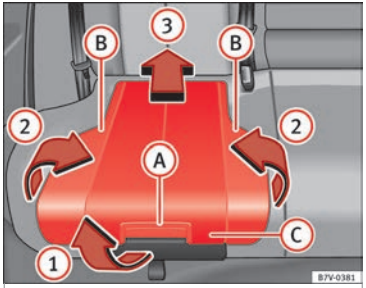

Bild 94 Integrerade barnstolar: lyft upp dynan
- Dra upplåsningsspaken ››› **bild 94** Ⓐ på dynan i pilens riktning ››› **bild 94** ①.
- Fäll upp båda sidorna ››› **bild 94** -- i pilens riktning ››› **bild 94** ②.
- Tryck dynan bakåt ››› **bild 94** Ⓒ i pilens riktning ››› **bild 94** ③ till den hakar fast.